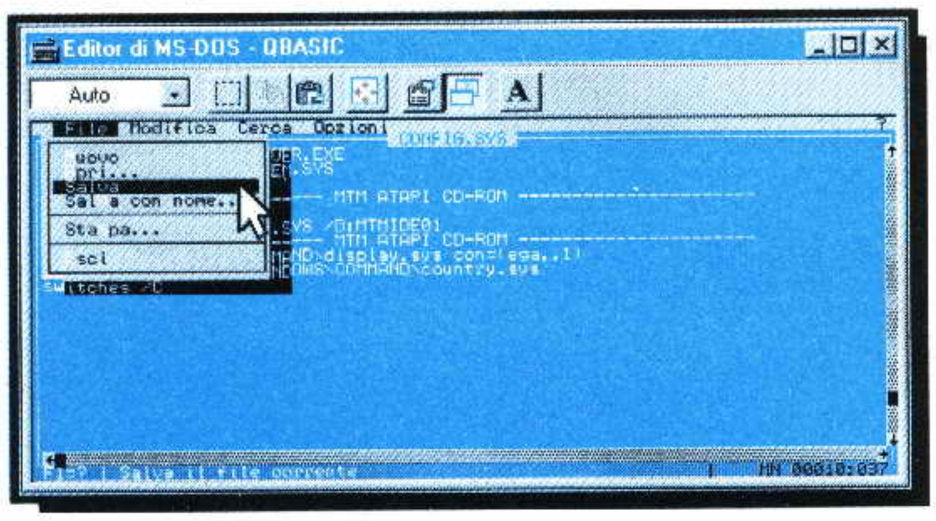

Fig. 11
– Per salvare il file cliccate sul menu **File**, poi cliccate sulla scritta **SALVA** (vedi fig.11) ed uscite.